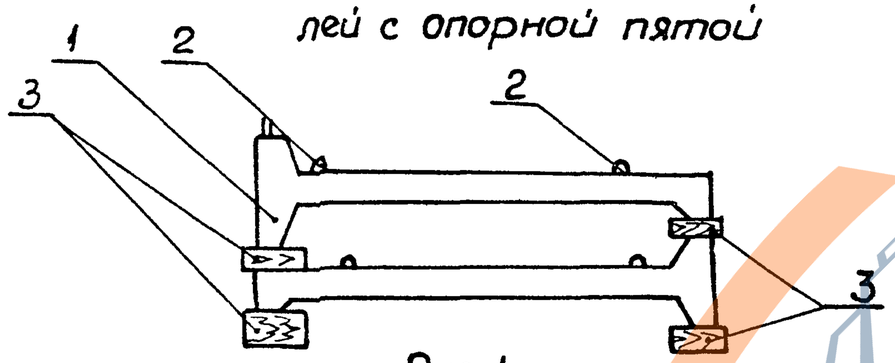

Рис. 1.
3.2. Панели должны храниться в горизонтальном положении в соответствии с ГОСТ 13015.2-81 в штабелях в 2 яруса с установкой подкладок. Подкладки должны располагаться по осям строповочных петель согласно рис. 1.